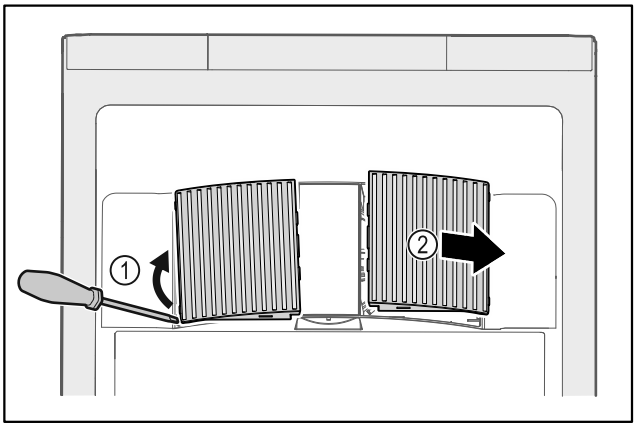

Fig. 47
- ▶ Abrir cuidadosamente las cubiertas del ventilador haciendo palanca por un lado *Fig. 47 (1)* y retirarlas hacia delante *Fig. 47 (2)*.